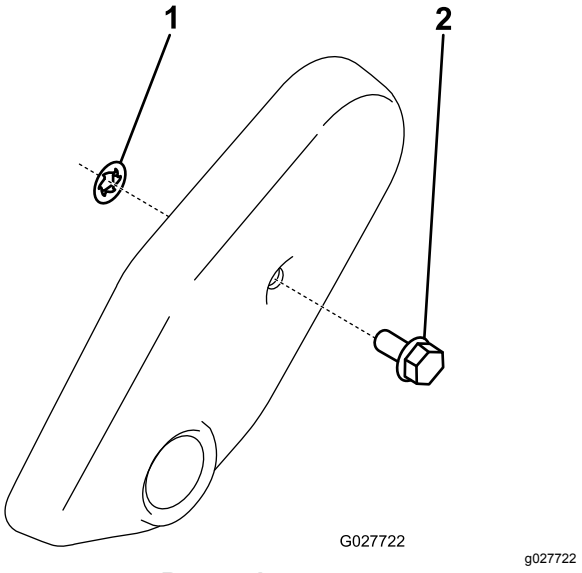

Rysunek 7
2. Nakrętkę wciskaną nasuń na zatyczkę pokrywy paska (Rysunek 7).